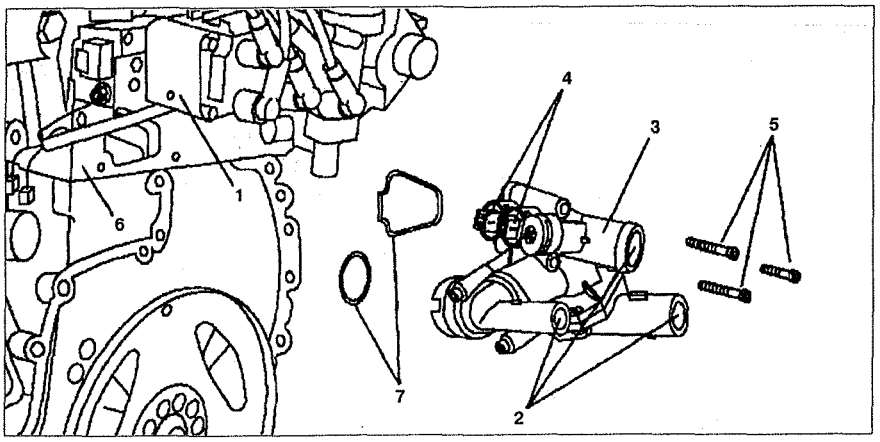

Рис. 3.36. Корпус термостата:
2. Снимите катушку зажигания **1** (см.рис.3.36).